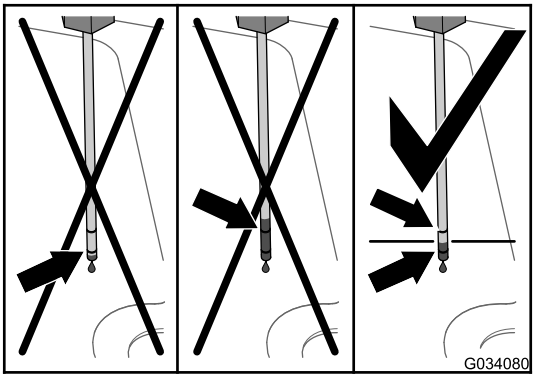
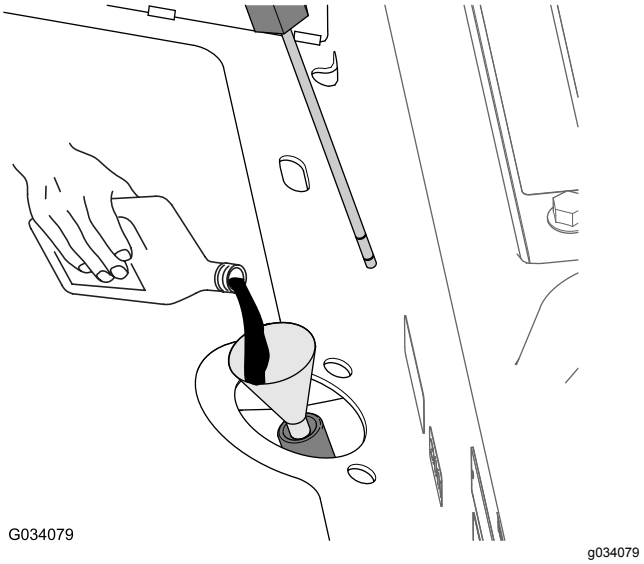

**Figur 79**
**Figur 80**
4. Fjern målepinden, og kontroller væskestanden (Figur 79).
5. Hvis væskestanden er under det nederste Full-mærke på målepinden, skal den angivne hydraulikvæske fyldes i påfyldningsrøret (Figur 80), indtil væskestanden stiger mellem de øvre og nedre mærker, når den kontrolleres med målepinden (Figur 79).
6. Hæld den angivne hydraulikvæske i påfyldningsrøret (Figur 80), indtil væskestanden i transakselhuset (beholderen) er midtvejs mellem de øvre og nedre mærker på målepinden (Figur 79).